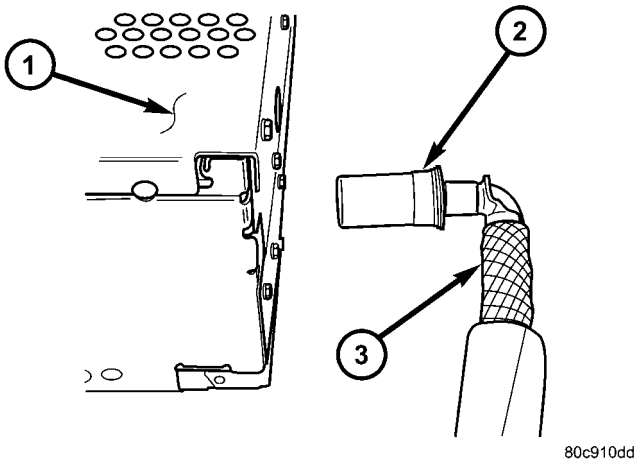

Fig. 7 ANTENNA TO RADIO
(5) Disconnect the antenna cable by pulling the locking antenna connector away from the radio (Fig. 7)